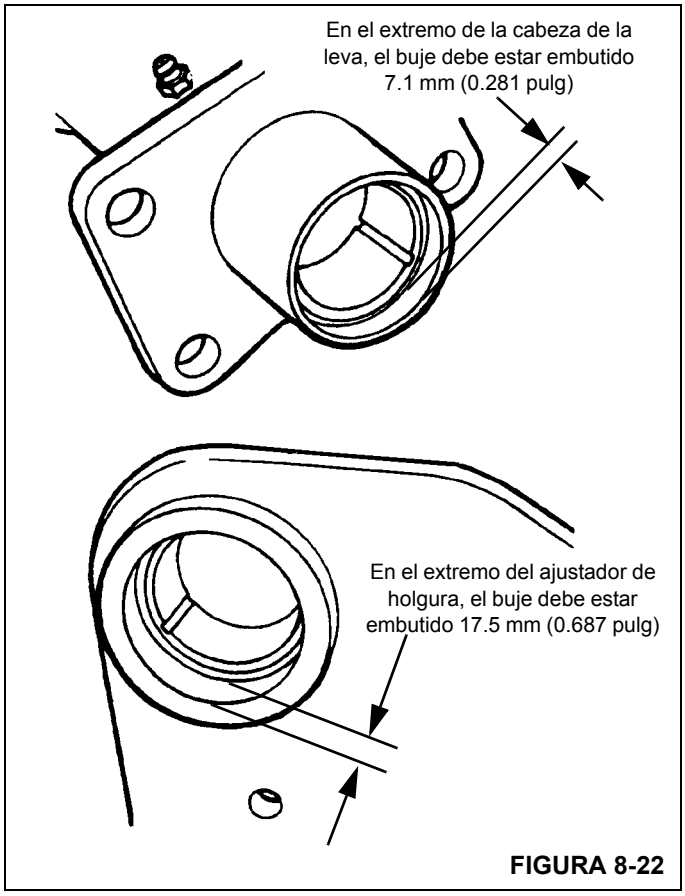

FIGURA 8-22
4. Instale los nuevos bujes en la escuadra de la cámara de aire con un destornillador guiado. Ambos bujes son no metálicos y están etiquetados en un extremo. Instálelos con los extremos etiquetados orientados uno hacia el otro. El extremo de la cabeza de la leva está embutido en 7.1 mm (0.281 pulg) y el extremo del ajustador de holgura está embutido en 17.5 mm (0.688 pulg) de los extremos del tubo (vea la Figura 8-22).